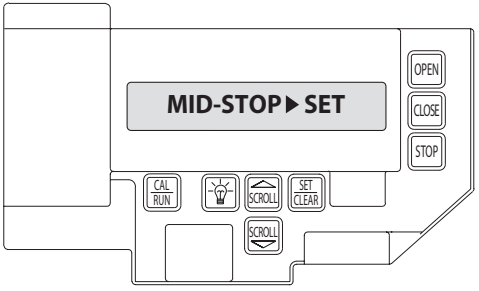

Figure 14
3) Press SCROLL until display reads "MID-STOP >CLR" **Figure 14**